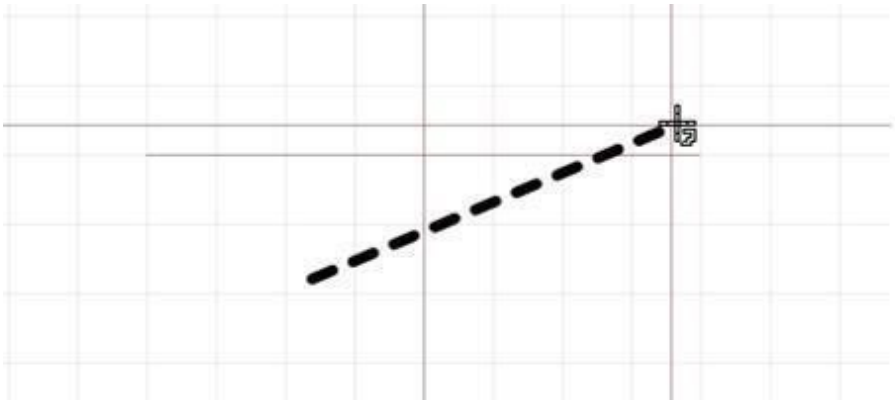

Рис. 21. Размещение сегмента линии
2. Укажите точки начала и конца сегмента линии. Точки указываются нажатием левой кнопки мыши. После того, как начальная точка указана, графический редактор отображает пунктиром возможный вид сегмента линии см. Рис. 21. Текущее положение курсора обозначает конечную точку сегмента, соответственно при перемещении курсора меняется возможный вид сегмента линии.